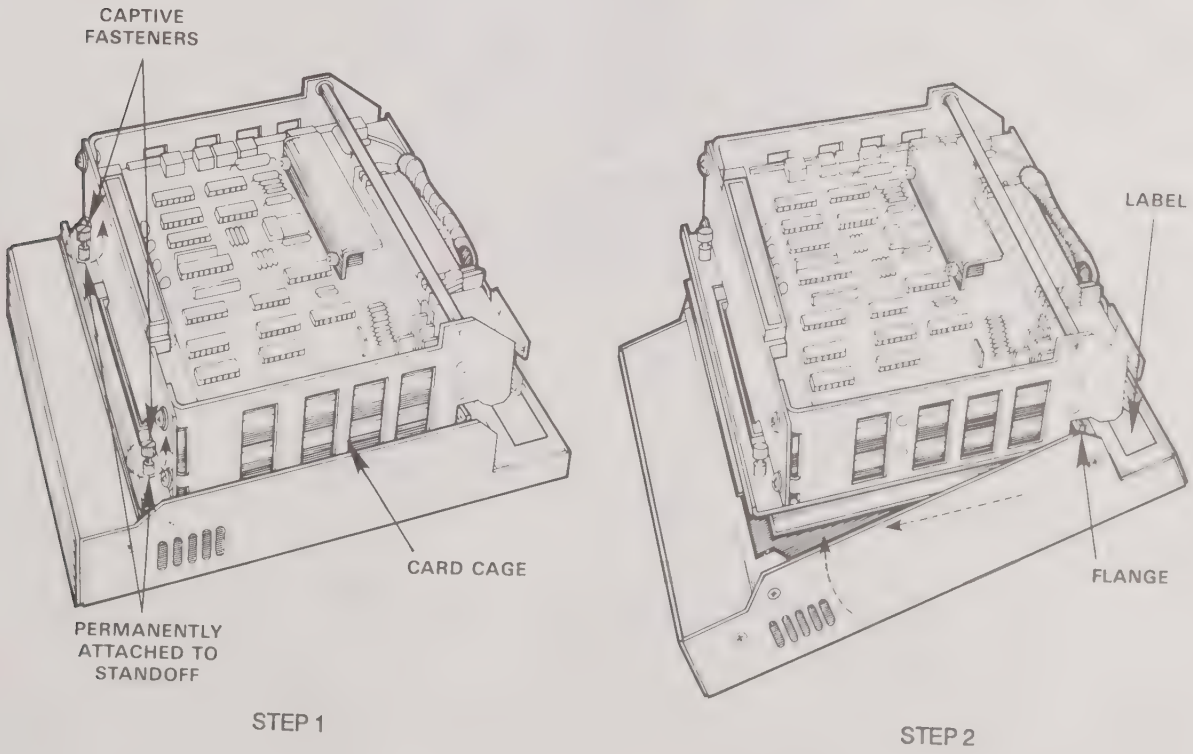

Figure 1. UniPak 2/2B Disassembly
3. Using the medium size slot-head screwdriver, unscrew the captive fasteners (figure 1, step 1) until they hang loosely; the fasteners will not separate from their standoffs.
4. Lift the card cage up slightly, then pull out (as shown in figure 1, step 2) to unlock the flanges.